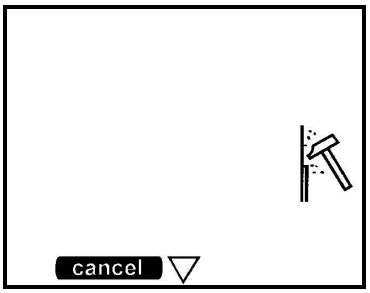

Rys. 7
- nacisnąć lewą część (kasuj) przycisku start (13), patrz rys. 7.